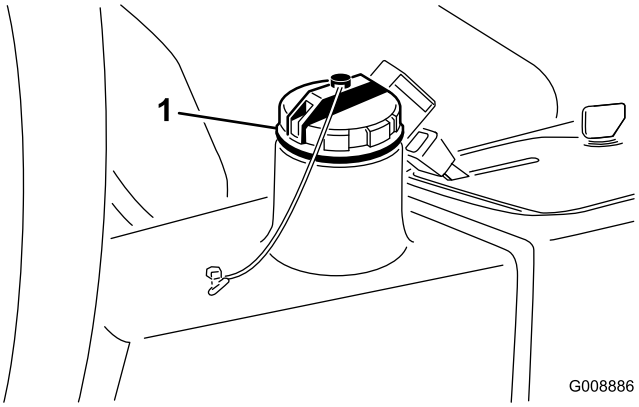

Figur 77
4. Fyld beholderen (Figur 77) med ca. 13,2 liter hydraulikvæske. Se Kontrol af hydrauliksystemet (side 30).